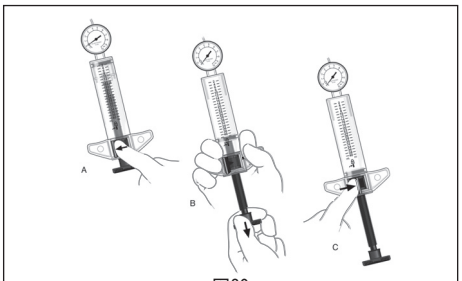

図20
15. 拡張圧が得られ、10秒間維持されたら、インフレーションデバイスのロックを外し、押し子を完全に引き戻し、その引き戻した位置で押し子をロックし、バルーンを収縮させます（図20）。